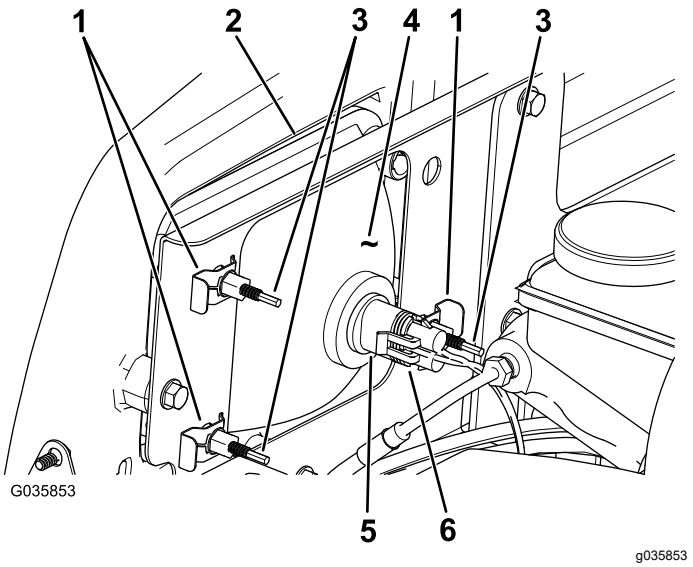

Figur 45
3. Frakobl det elektriske stik til ledningsnettet fra stikket på lampesamlingen (Figur 45).
4. Afmonter klemmerne, der fastgør forlygten til forlygtebeslaget (Figur 45).
5. Fjern forlygteenheden ved at føre den fremad og ud gennem åbningen i forkofangeren (Figur 45).
6. Monter den nye forlygte gennem åbningen i kofangeren (Figur 45).
8. Tilslut det elektriske stik til ledningsnettet til stikket på lampesamlingen (Figur 45).
2. Drej justeringsskruer (Figur 45) bag på forlygteenheden for at dreje forlygteenheden og rette positionen af lygtens lysstråle ind.